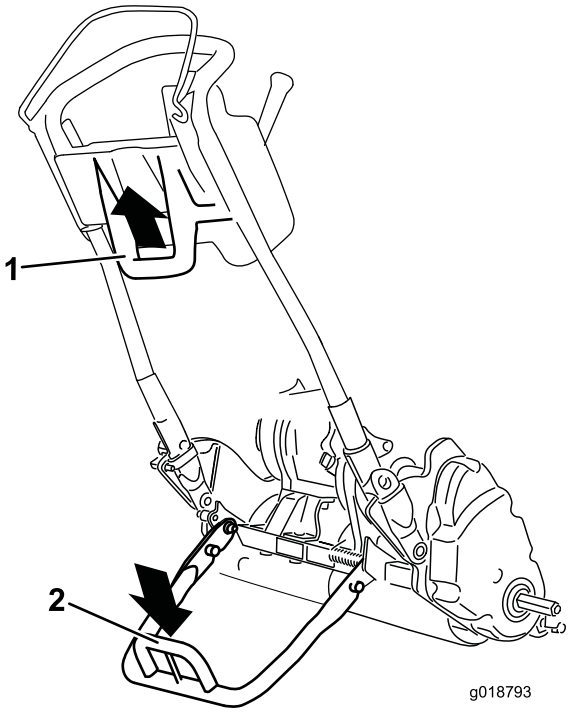

Figur 19
- Hvis du vil bruke støtten til å montere transporthjulene, hever du den over bakken og tråkker ned på støttesløyfen mens du trekker det nedre, midtre maskinhåndtaket opp og bakover (Figur 19).